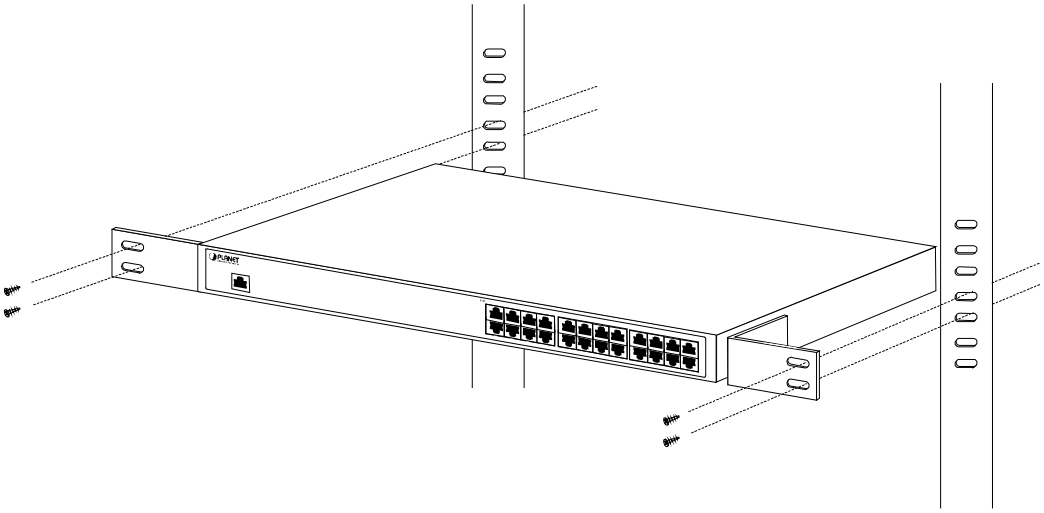

Figure 2-2-2: Mounting the PoE+ Managed Injector Hub in a Rack
Step 5: After the brackets are attached to the Injector, use suitable screws to securely attach the brackets to the rack, as shown in Figure 2-2-2.